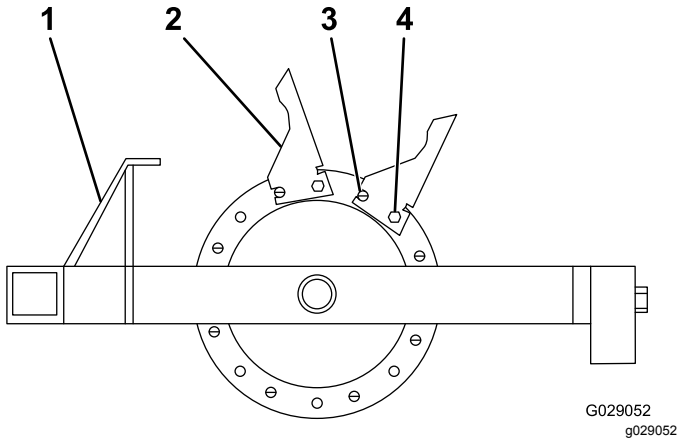

Figur 9
1. Start på det utvendige støpestykket og monter pipene, som vist i Figur 9.
2. Monter alle åtte piper på støpestykket med en valsetapp og boltene (1/2 x 1 3/4 tomme) og påse at valsetappen er i fremre posisjon (Figur 9).